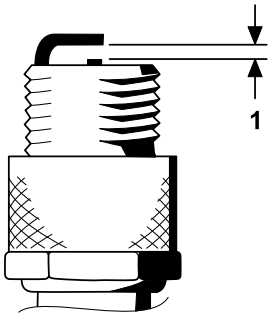

Figura 43
4. Impostate la distanza tra il centro e il lato degli elettrodi a 0,76 mm, come illustrato nella Figura 43.